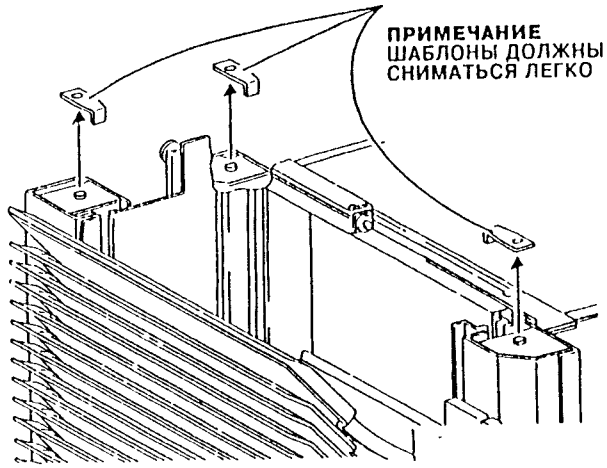

Рис. 14. Удаление шаблона
11. Снимите все три шаблона (Рис. 14). Проверьте, что все три шаблона легко снимаются вверх с кулачков. Если какой-то из шаблонов нельзя легко снять, то выполните регулировку еще раз.